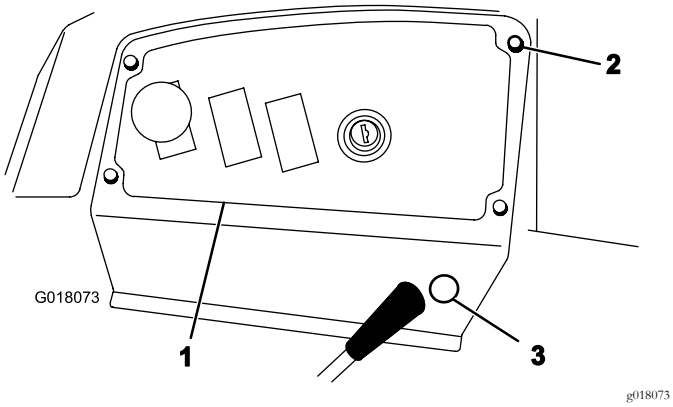

Figure 2
1. Retirez les 4 vis à oreilles qui fixent le panneau de commande à la machine (Figure 2).
6. Retirez le cache sur le côté du panneau de commande (Figure 2).